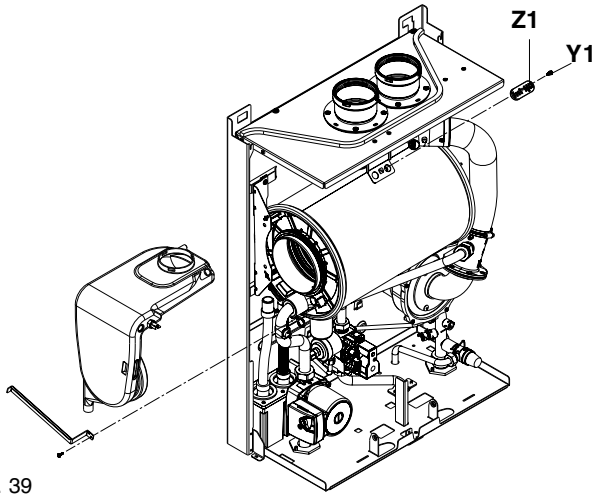

Fig. 39
6.20 FLUE COLLECTOR REMOVAL (fig. 39)
Isolate the appliance from the electrical supply and remove the appliance casing as described in 4.7.1. Set the flue gas analyser to read CO_2 and insert the probe into the flue analysis test point (**Y1-Z1** fig. 39). Restore the electrical supply to the boiler and switch the boiler to the OFF mode.